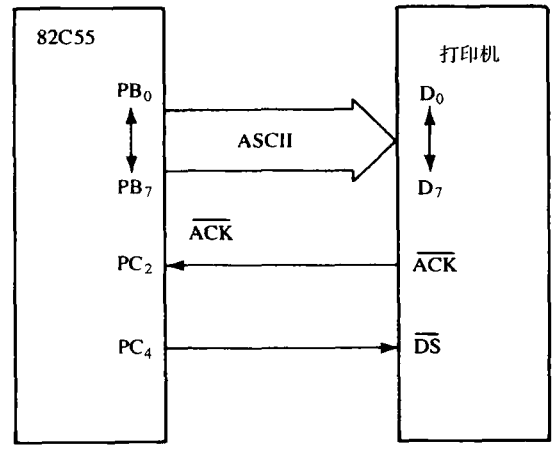

图 11-30 82C55 与并行打印机的接口，描述了 82C55 的选通输出方式操作
11.1 节中讨论过的打印机接口在这里用来说明如何在打印机和 82C55 之间达到选通输出同步。图 11-30 描述端口 B 与一个并行打印机相连，该打印机有 8 个数据输入用于接收 ASCII 编码的数据，$\overline{\text{DS}}$（**data strobe，数据选通**）输入用于选通数据进入打印机，$\overline{\text{ACK}}$输出用于响应接收到的 ASCII 字符。